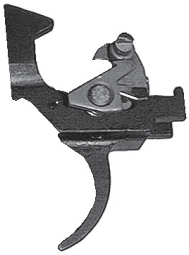
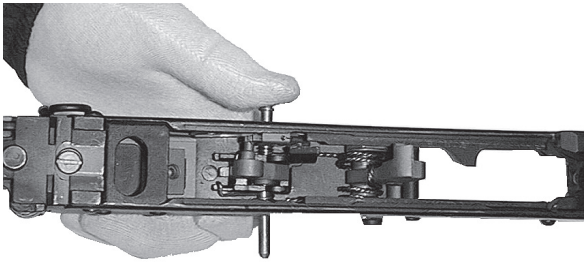

Rys. 92. Spust w stanie złożonym
Rys. 93. Wkładanie osi spustu
- Przyłączyć spust: złożyć spust z zaczepem ognia pojedynczego i sprężyną używając osi montażowej *(rys. 92)*, którą ustawić, tak aby wystawała symetrycznie z obydwu stron spustu, nałożyć na wystający koniec osi montażowej z lewej strony sprężynę przytrzymywacza, tak aby jej zagięty koniec wszedł do otworka (o najmniejszej średnicy) ścianki spustu, założyć na oś montażową przytrzymywacz zagięciem w kierunku spustu, tak aby zagięcie było ustawione nad drugim ramieniem sprężyny, obrócić przytrzymywacz, napinając jednocześnie sprężynę, a następnie wprowadzić zagięte ramię przytrzymywacza do otworu znajdującego się w tylnej części spustu, poprawić ułożenie sprężyny, aby jedno jej ramię przylegało do spustu, a drugie do płaszczyzny przytrzymywacza, włożyć całość do komory zamkowej *(rys. 93)* i przetknąć osią spustu przez otwór komory zamkowej wypychając jednocześnie oś montażową. Oś przetknąć do pokrycia się jej końca z prawą ścianką spustu, następnie z prawej strony spustu włożyć sprężynę spustu tak, aby część walcowa była naprzeciw osi, podwójnie zagięte ramię sprężyny było założone na tylną część prawej ścianki spustu, a ramię proste spoczywało na dnie komory zamkowej. Nacisnąć część walcową sprężyny do dołu np. wkrętakiem i przetknąć oś spustu przez sprężynę. W końcowej fazie umieszczania osi spustu wycofać obejmę przerywacza serii o kilka milimetrów i unieść ją do góry o 2 ÷ 3 mm tak, aby możliwe było przetknięcie osi spustu aż do umieszczenia jej końca w otworze usytuowanym w prawej ściance komory zamkowej. Poprawić ułożenie obejmy przerywacza i sprawdzić poprawność montażu. Poprawne położenie sprężyny przytrzymywacza jest wtedy, gdy zagięty koniec umieszczony jest w otworze usytuowanym w lewej ściance spustu przed osią, a ramiona przylegają do spustu i przytrzymywacza. Poprawne położenie przytrzymywacza jest, gdy jego zagięte ramię umieszczone jest w otworze usytuowanym w lewej ściance spustu za osią.